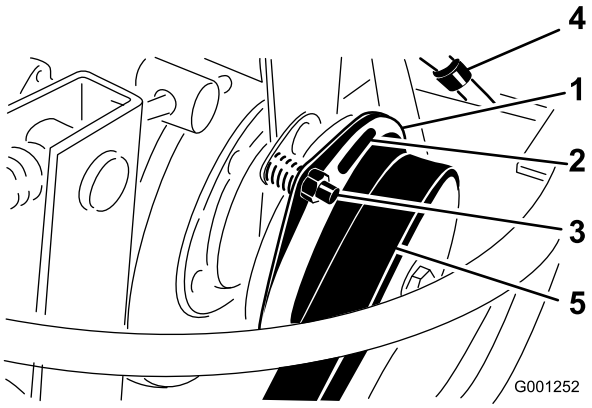

Figur 79
3. Justera luftgapet så att ett 0,4 mm bladstål kan föras in mellan kopplingskanten och friktionsplattan med lätt tryck (Figur 79).
Obs: Du kan minska gapet genom att vrida på justerskruven medsols (Figur 79). Det maximala servicegapet är 0,7 mm. Justera alla tre luftavstånden.